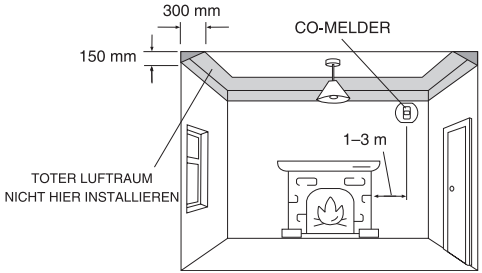
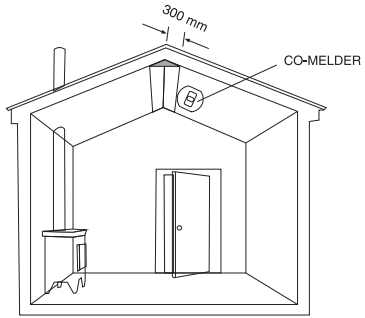

Abbildung 1: Installation in einem Raum mit einem Brennstoffverbrennungsgerät
Abbildung 2: In Räumen mit geneigten Decken sollte sich der CO-Melder auf der hohen Seite des Raums befinden
1. Wenn Sie einen CO-Melder in einem Raum mit einem Brennstoffverbrennungsgerät installieren (siehe Abbildung 1 und Abbildung 2):
• In Räumen mit geneigten Decken sollte sich der CO-Melder auf der hohen Seite des Raums befinden (siehe Abbildung 2).